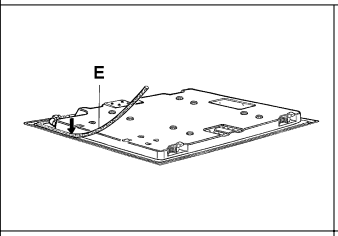

**AFB. 9**
- Leg de kookplaat ondersteboven en plaats de afdichting “E” (afb. 9) correct onder de rand van de kookplaat, op dusdanige manier dat de buitenrand van de afdichting perfect samenvalt met de buitenste rand van de kookplaat. De uiteinden van de strips dienen samen te vallen zonder elkaar te overlappen.